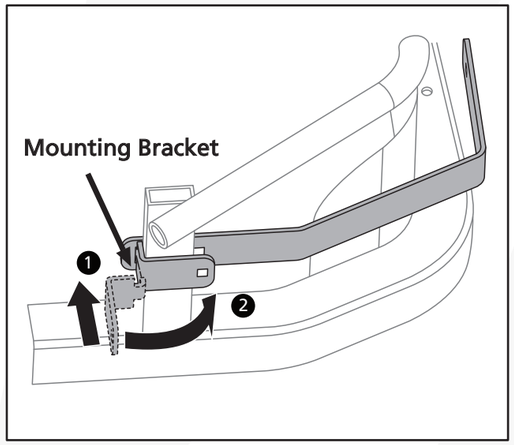
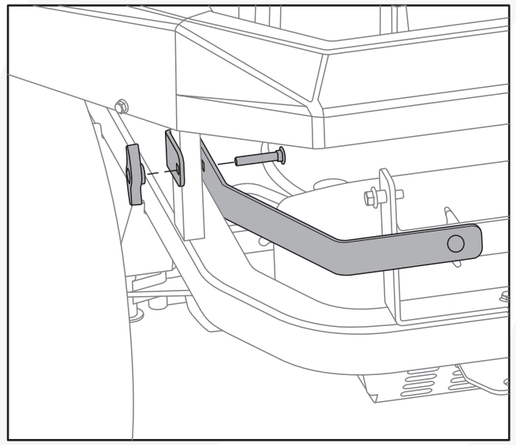

Fig. 4
Fig. 5
3.Insert the mounting brackets into the holes on both sides of the lower grass catcher bracket. Attach the lower grass catcher bracket to the mower by using the bolts (M8 x 45) and wing knobs. (Fig. 4&Fig. 5)